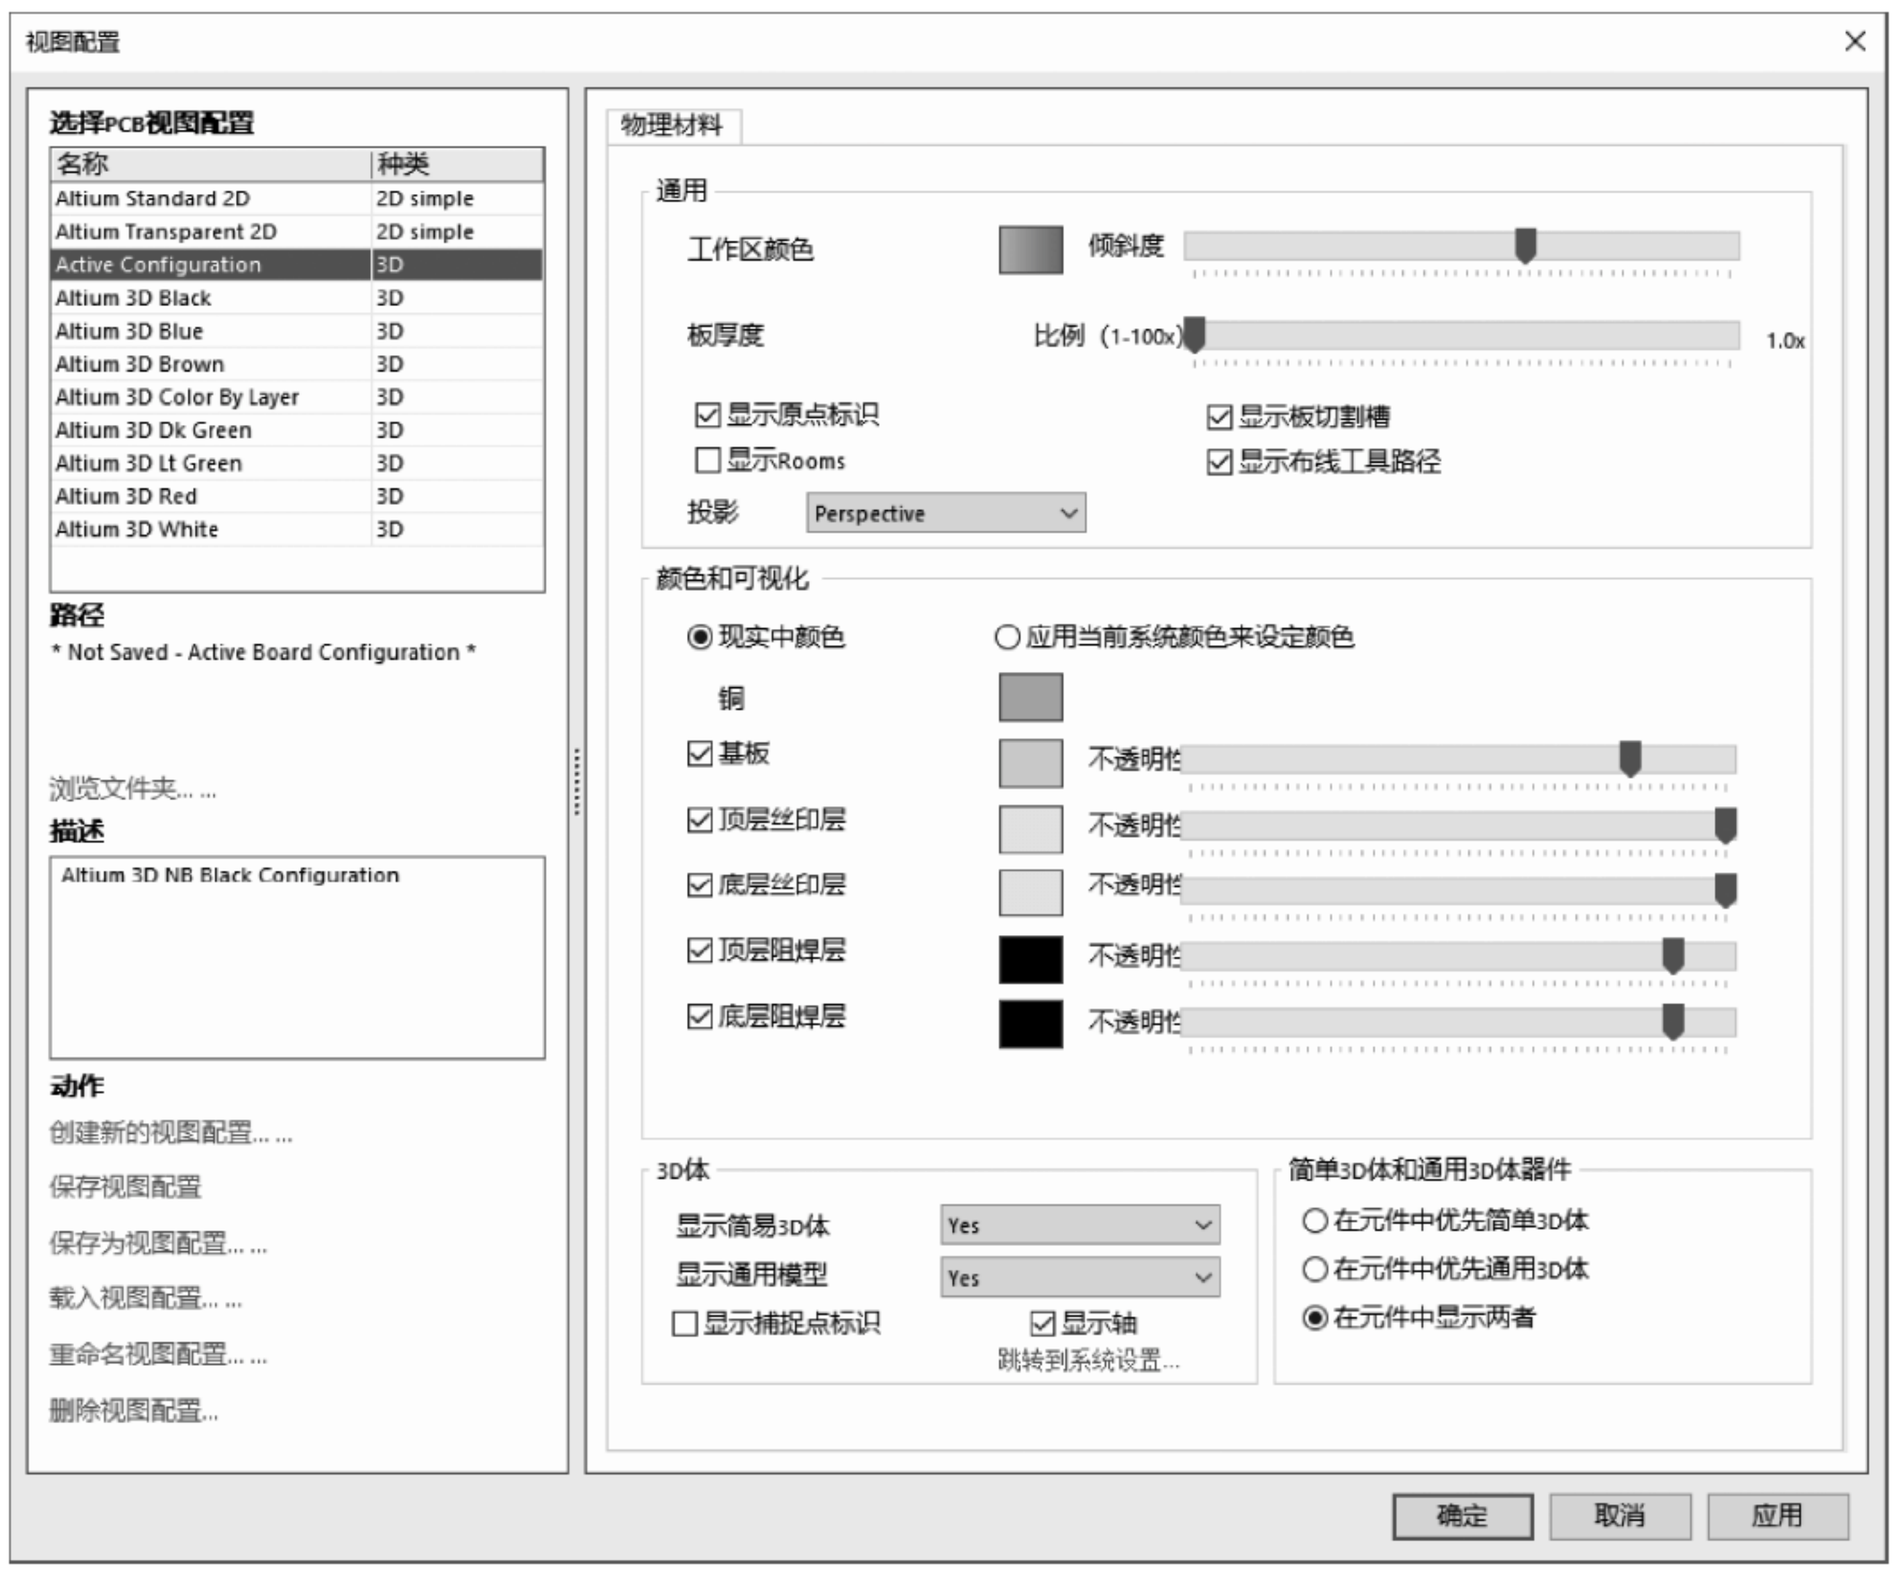

图 1-354　“视图配置”对话框
- ：单击此按钮可打开“视图配置”对话框，可以调整电路板的外观和感觉，并根据需要更改 3D 机身和通用 3D 模型的任何设置，如图 1-354 所示。